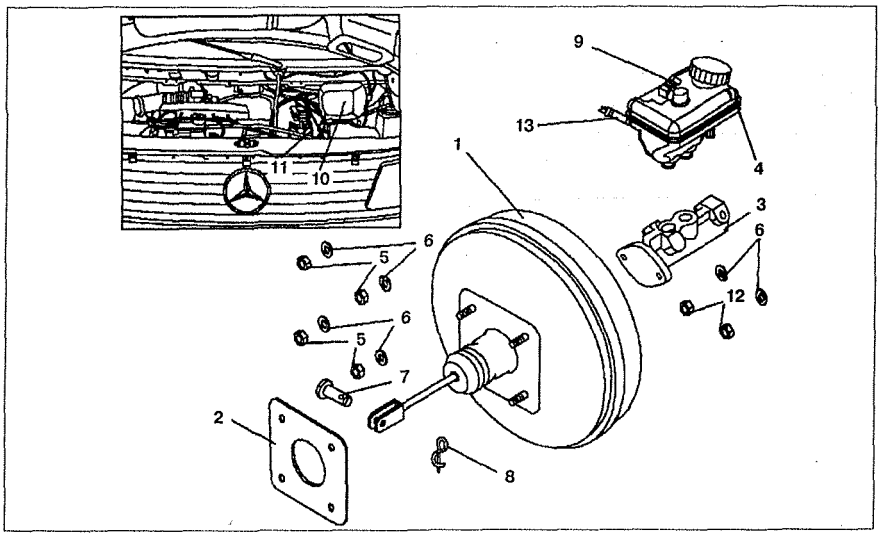

Рис. 9.2. Вакуумный усилитель тормозов:
1. Снимите воздухозаборник **10** (см.рис.9.2).